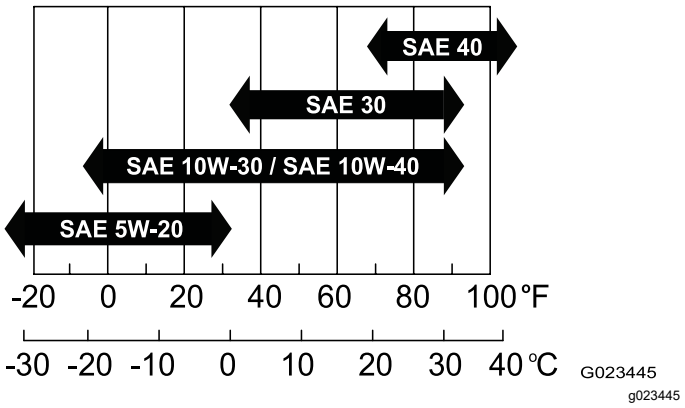

Figuur 35
- **Viscositeit:** SAE 30; raadpleeg de volgende tabel voor andere viscositeitsgraden (Figuur 35):